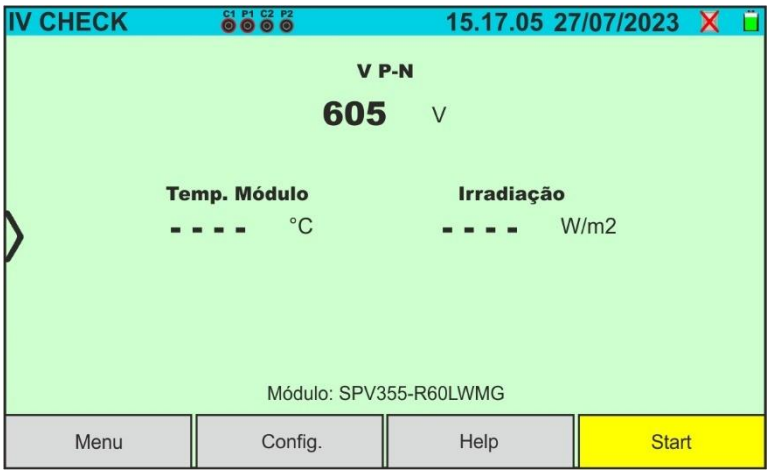

Fig. 58: Primeiro ecrã de teste IVCK sem unidade remota em módulos Monofaciais
4. No caso dos módulos **Monofaciais**, o ecrã da Fig. 58 é apresentado no visor. São apresentados os seguintes parâmetros: